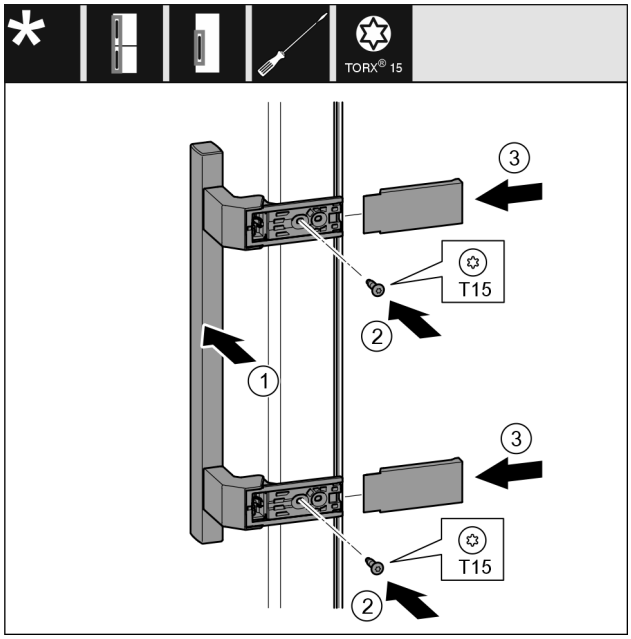

Fig. 9
▶ Indsæt grebet på den modsatte side. *Fig. 9 (1)*
▶ Skru skruerne fast med en T15-skruetrækker. *Fig. 9 (2)*
▶ Sæt sideafdækningerne på i siden, og skub dem på plads. *Fig. 9 (3)*